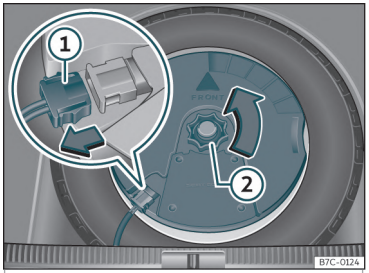

Fig. 214 În portbagaj: demontați subwoofer-ul.
- Deconectați cablul difuzorului *subwoofer* **›››** **fig. 214** ①.
- Rotiți șurubul de fixare în sens antiorar **›››** **fig. 214** ②.